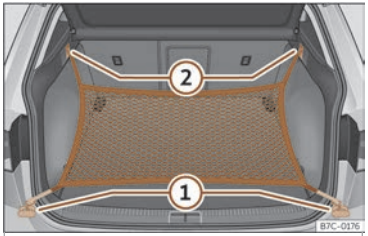

Fig. 114 No maleteiro:argolas ① e ganchos ② para enganchar a bolsa de rede.
- Fixe os ganchos curtos da rede nas argolas de amarre››› **fig. 114** ① ››› ⚠. A cremalleira da bolsa ten que quedar cara arriba.
- Fixe as cintas nos ganchos para colgar bolsas ②.